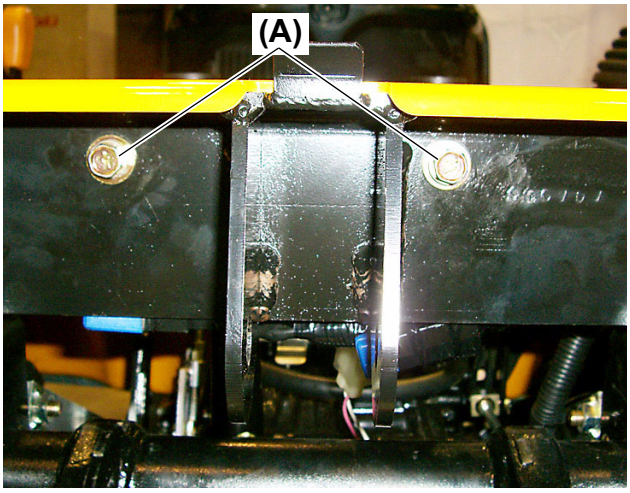

Fig. 2
3. Remove the two (2) M10 × 25 mm (L: 1.0 in.) bolts **(Fig. 2, (A))** that secure the rail "A" stay to the lower frame.